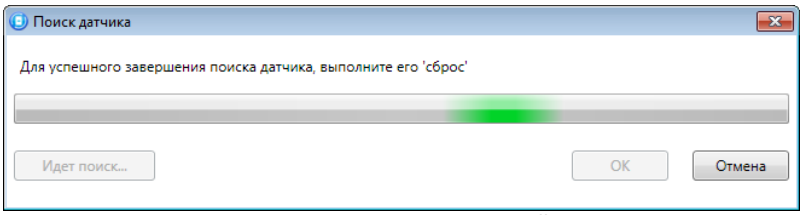

Рисунок 3.4 — Поиск радиоустройства
3. После нажатия кнопки *ОК* начнется поиск радиоустройства ППК (см. рисунок 3.4). Для того чтобы радиоустройство было обнаружено, его следует перевести в режим связывания, как описано в п. 4.